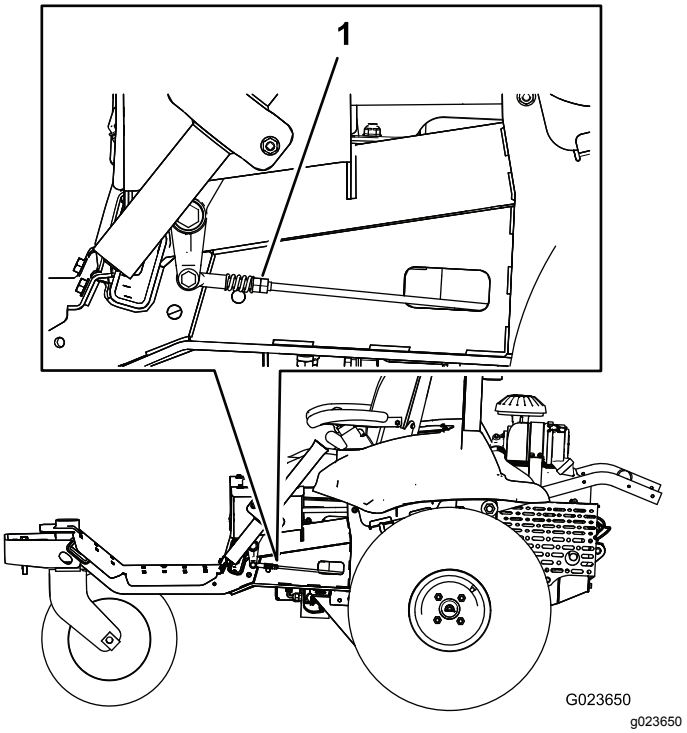

**Рисунок 61**
7. На одной стороне машины медленно поворачивайте двойные гайки рычажного механизма (Рисунок 61) до тех пор, пока колесо на этой стороне не начнет вращаться, затем поворачивайте двойные гайки в противоположном направлении до тех пор, пока колесо не начнет вращаться в противоположном направлении.